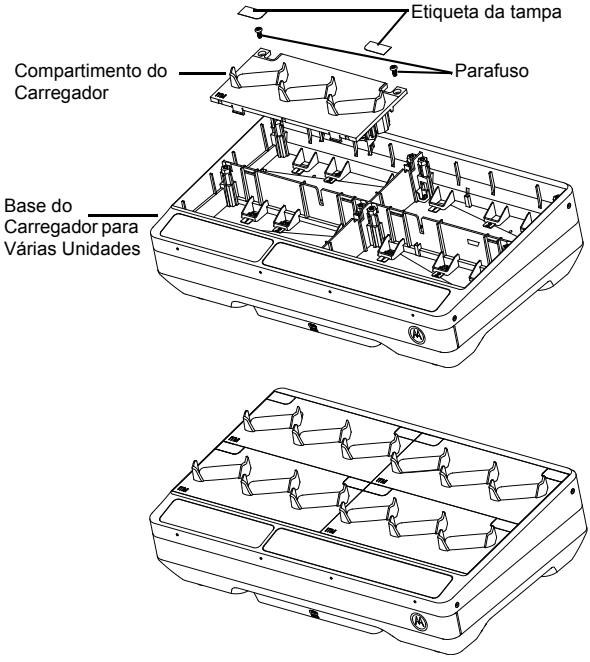

Figura 8: Instalação e remoção do compartimento do carregador.
4. Remova o Chicote do Compartimento puxando-o para cima do conector (Consulte a Figura 8).